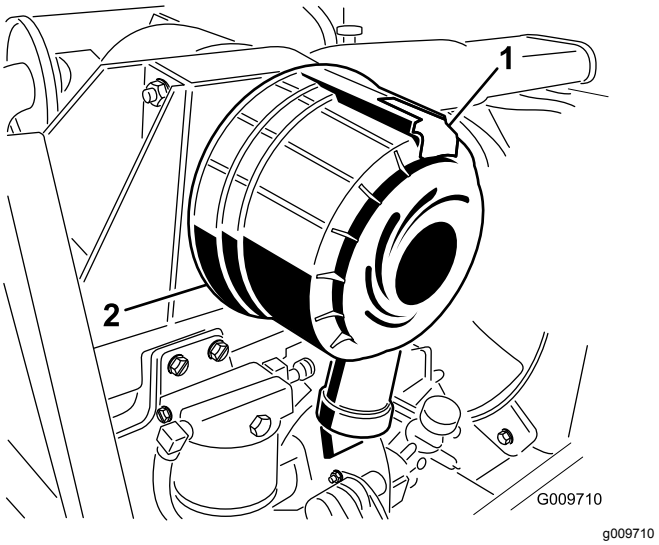

Figur 82
2. Træk låsen udad, og drej luftfilterdækslet mod uret (Figur 82).